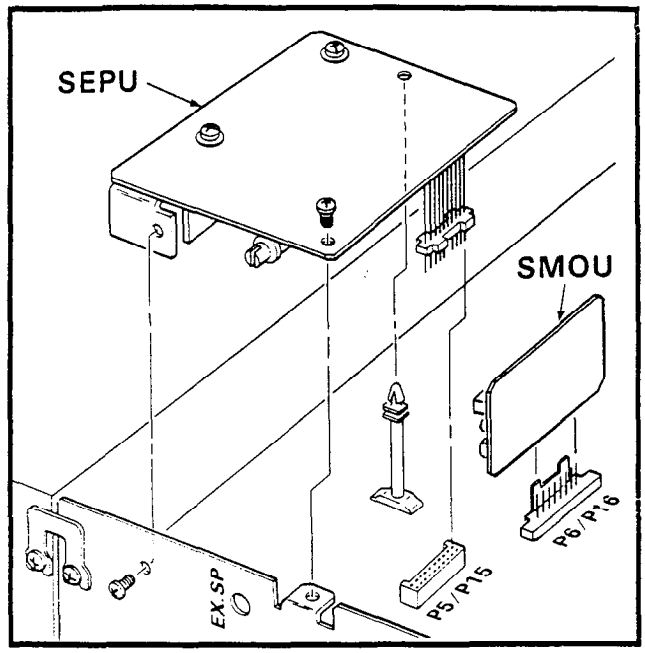

FIGURE 11—S_e/VI_e SEPU and SMOU LOCATIONS
05.52 Install the SMOU PCB into connector **P6** on the upper center of the SMAU PCB (Figure 11).
05.53 Install the SMOU PCB into connector **P16** on the upper center of the VMAU PCB (Figure 11).
05.62 Install the SEPU into connector **P5** on the SMAU PCB (Figure 11). Slide the SEPU's corner hole over the white, plastic standoff support. Secure the SEPU to the left side panel with two screws.
05.63 Install the SEPU into connector **P15** on the VMAU PCB (Figure 11). Slide the SEPU's corner hole over the white, plastic standoff support. Secure the SEPU to the left side panel with two screws.